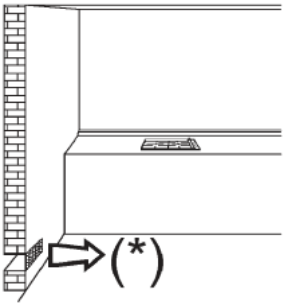
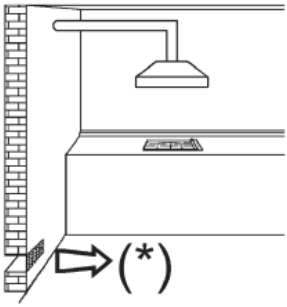

Рис. 2
Рис. 3
- При использовании газовой варочной поверхности в помещении, где она установлена, образуется тепло и влажность. По этой причине в помещении следует предусмотреть хорошую вентиляцию: не загораживайте отверстия для естественной вентиляции (рис. 2) и включите механическое устройство для проветривания (вытяжку или электрический вентилятор - рис.3 и 4).